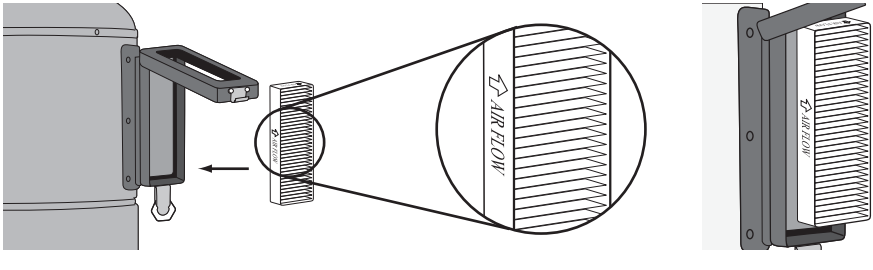

figure 14
3. Insert the new filter. When doing so, please ensure that the arrow printed on the filter itself points outwards ***(figure 14)***.